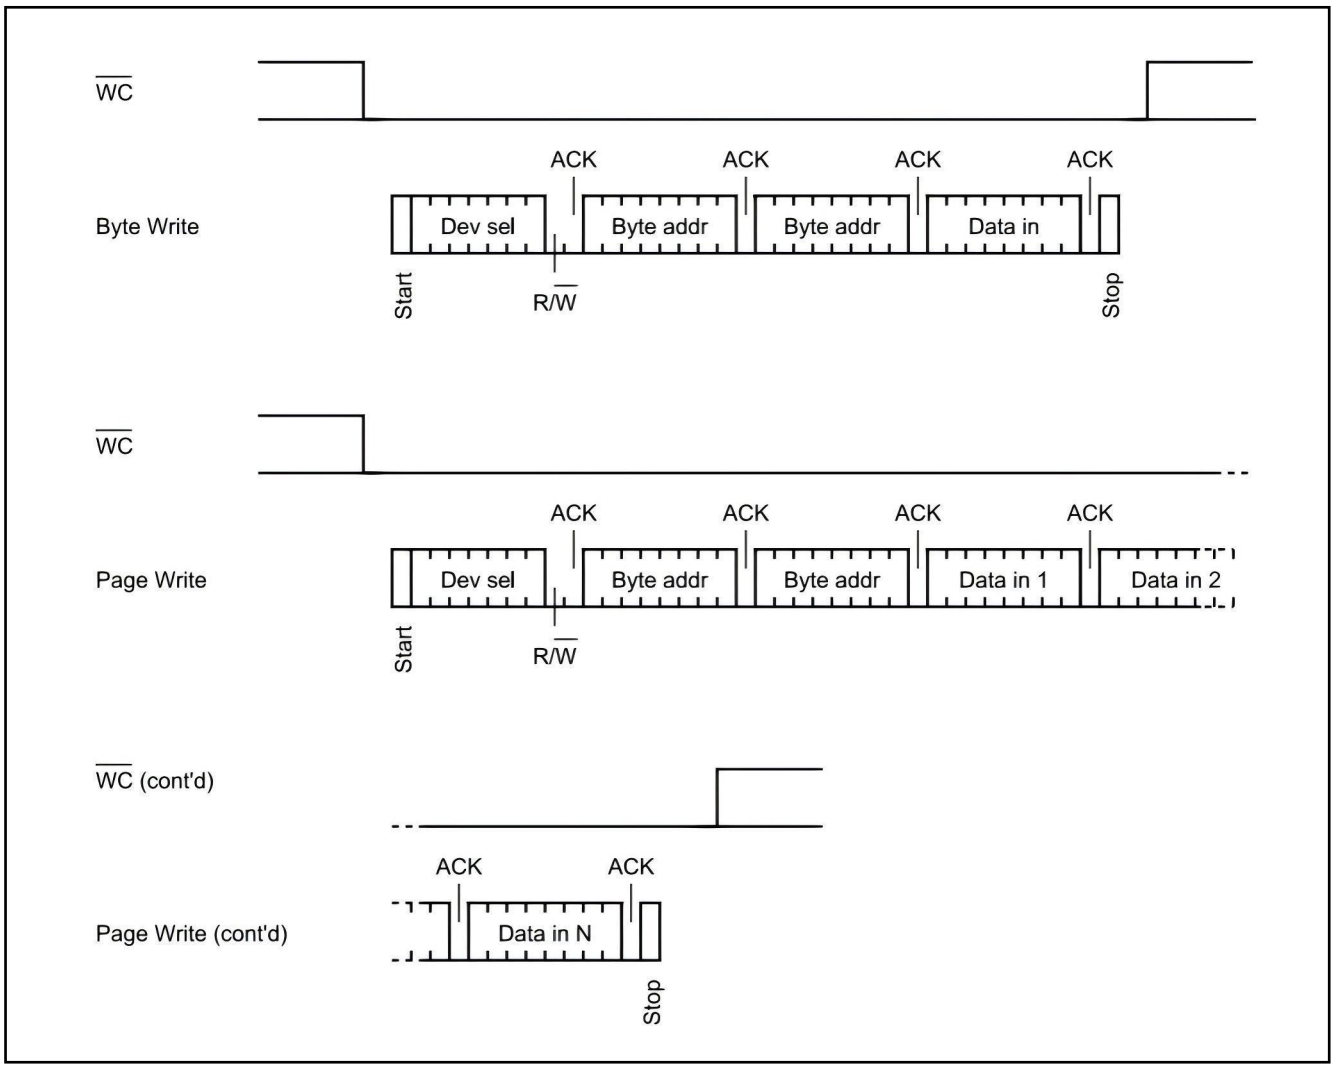

Figure 5. Write mode sequences with WC = 0 (data write enabled)
Write operations: Following a Start condition the bus master sends a device select code with the R/W bit (RW) reset to 0. The device acknowledges this, as shown in Figure 5, and waits for two address bytes. The device responds to each address byte with an acknowledge bit, and then waits for the data byte.
Byte Write: After the device select code and the address byte, the bus master sends one data byte. If the addressed location is Write-protected, by Write Control (WC) being driven high, the device replies with NoAck, and the location is not modified. If, instead, the addressed location is not Write-protected, the device replies with Ack. The bus master terminates the transfer by generating a Stop condition, as shown in Figure 5.